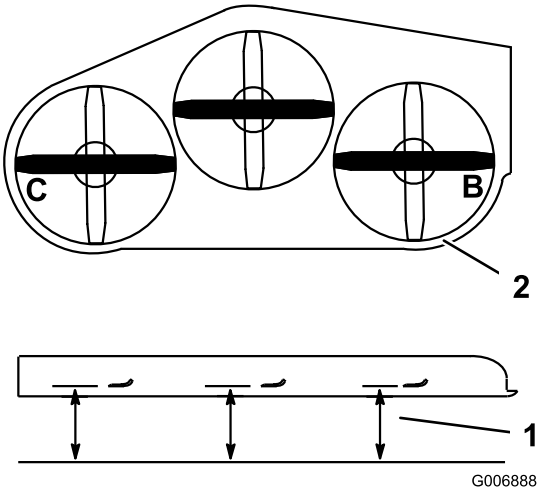

Figur 83
1. Placer **højre** skærekniv side til side (Figur 83).
2. Mål den højre skærekniv ved punktet **B** fra en plan overflade til skæreknivspidsens skarpe kant (Figur 83).
4. Placer venstre skærekniv side til side (Figur 83).
5. Mål den venstre skærekniv ved punktet **C** (Figur 83) fra en plan overflade til skæreknivspidsens skarpe kant.